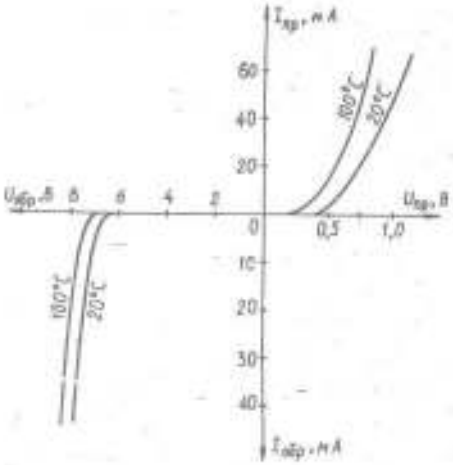

Рис. 1.
1. Найти среди рис. 1... 8 вольтамперную характеристику (ВАХ) заданного типа электронного прибора (ЭП).